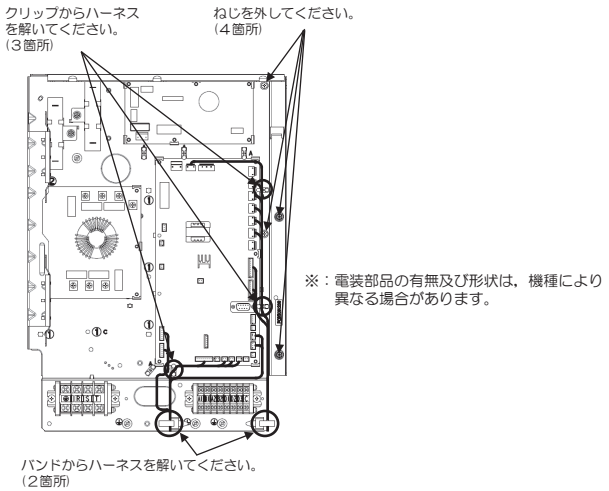

図４．取外し箇所
4) 図４に示すようにハーネスを縛っているバンド（２箇所），クリップ（３箇所）を解いて，ねじ（４箇所）を外してください。